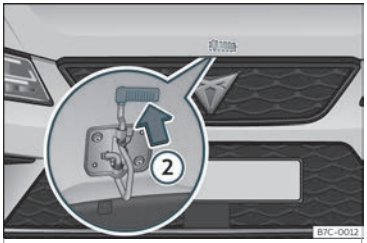

Fig. 256 Leva baixo o capó.
- Para levantar o capó faga presión cara arriba sobre a leva situada baixo o capó ››› **fig. 256** ②. O gancho de fixación queda desbloqueado.